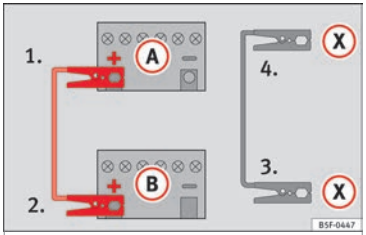

Fig. 77 Diagram of connections for vehicles with Start Stop system
– *For vehicles with Start-Stop system:* connect one end of the *black* jump lead (X) to a suitable ground terminal, to a solid piece of metal in the engine block, or to the engine block itself ››› **Fig. 77**.
5. Connect the other end of the *black* jump lead (X) to a solid metal component bolted to the engine block or to the engine block itself of the vehicle with the flat battery. Do not connect it to a point near the battery (A).